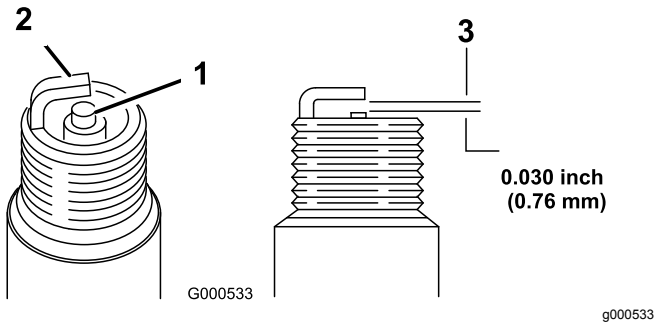

Figur 43
1. Titta mitt på tändstiften (Figur 43).
2. Kontrollera avståndet mellan mitt- och sidoelektroderna (Figur 43) och böj sidoelektroden om avståndet är felaktigt.